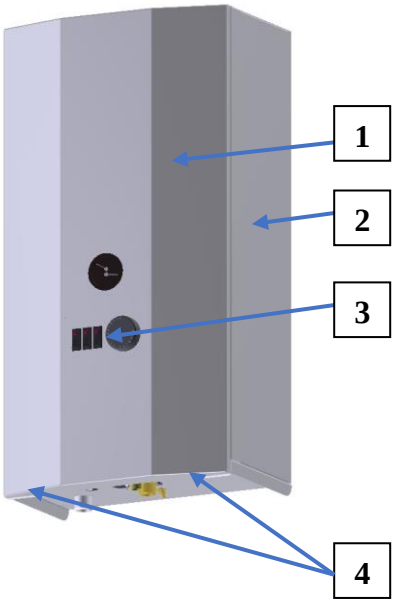

Рисунок 1.
- запрещается работа электрокотла при снятой лицевой панели (1) рис.1.
- снять лицевую панель котла, для этого открутить два винта (4) рис.1 в нижней части корпуса, отодвинуть нижнюю часть панели и приподнять вверх;